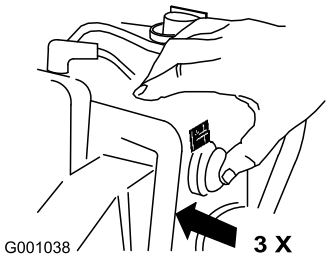

Figur 28
6. Trykk inn primeren bestemt tre ganger med tommelen. Hver gang holder du primeren inne i ett sekund før du slipper den (Figur 28).